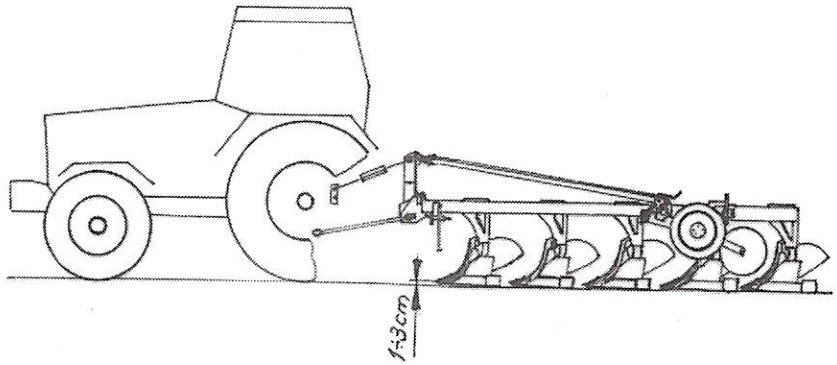

Rys. 5.
- Połącz górny łącznik ciągnika z otworem wieszaka za pomocą sworznia i zabezpiecz przetyczką. W czasie orki punkt zaczepienia górnego łącznika na pługu powinien być wyżej umieszczony niż punkt przyłączenia łącznika na ciągniku. (Rys. 5.).